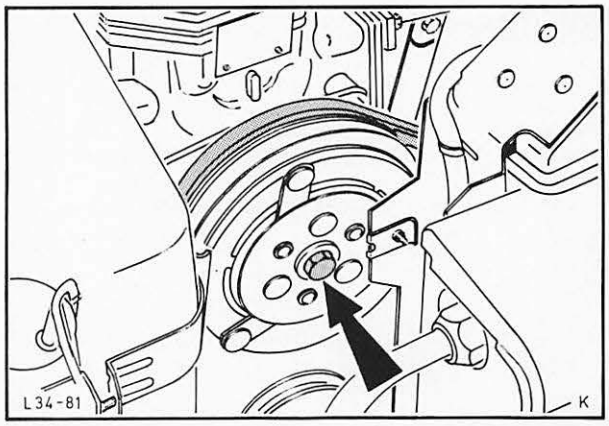

Abb. 50 Mittelschraube an Kompressorkupplung lösen
2. Mittelschraube Kompressorkupplung lösen, Abb. 50. Dazu Kupplung in Eingriff bringen. Batterie abklemmen.